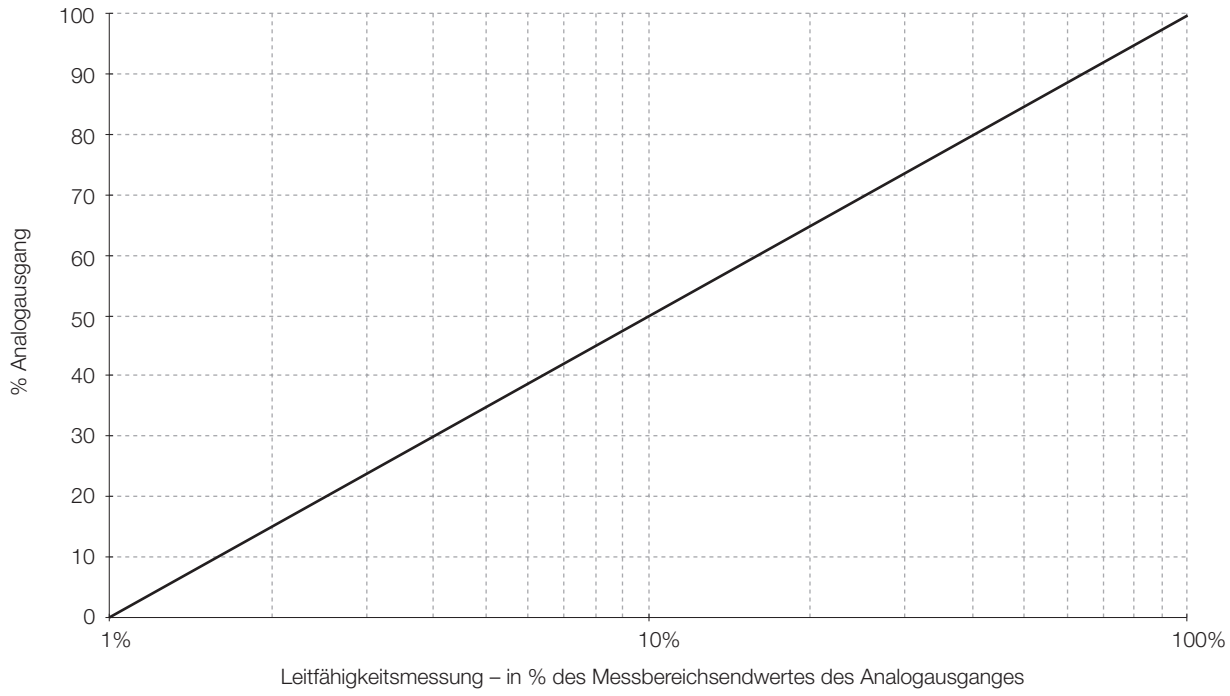

Abb. 5.7 Logarithmischer Ausgang (2 Dekaden)
`Log. 2` – Logarithmisch, 2 Dekaden (siehe Abb. 5.7 auf seite 39)
5.6.2 Logarithmischer Ausgang (2 Dekaden; Abb. 5.7)